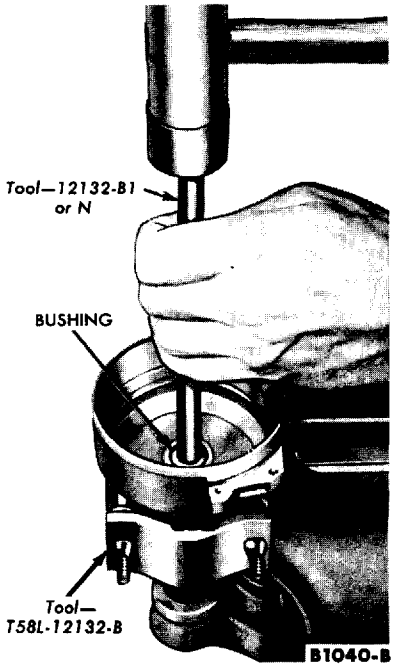

FIG. 10—Bushing Removal
16. Remove the distributor shaft bushing (Fig. 10).